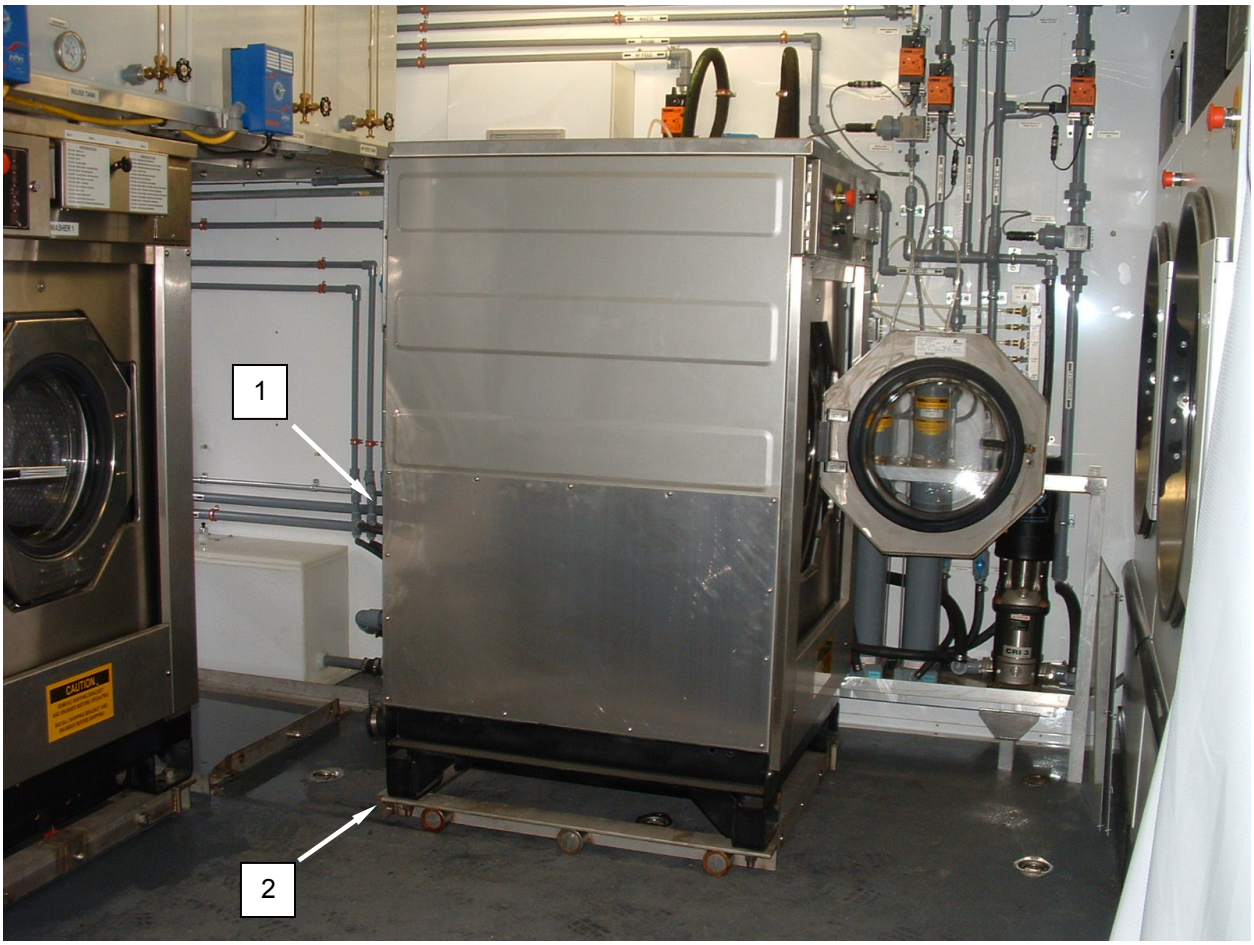

Figure 1. Replace the Washer.
3. Remove bolts retaining washer **(Figure 1, Item 1)** to caster **(Figure 1, Item 2)**.
4. Use a forklift or suitable lifting device to lift washer **(Figure 1, Item 1)** from caster **(Figure 1, Item 2)** and remove from CBL.
5. Use a forklift or suitable lifting device to install the replacement washer **(Figure 1, Item 1)** into the washer caster **(Figure 1, Item 2)** and retain with bolts.